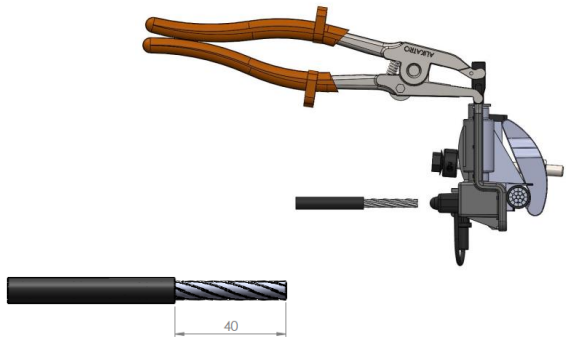

Figura 7
Passo 2: Na aplicação do condutor de derivação, remover a isolação do cabo segundo a figura 7.